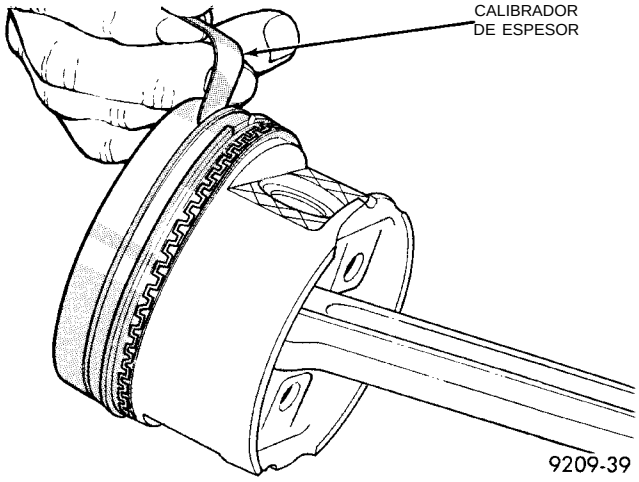

Fig. 7 Luz lateral de aro de pistón
(2) Verifique la luz lateral entre el aro de pistón y la acanaladura (Fig. 7). Consulte las especificaciones (Fig. 8).